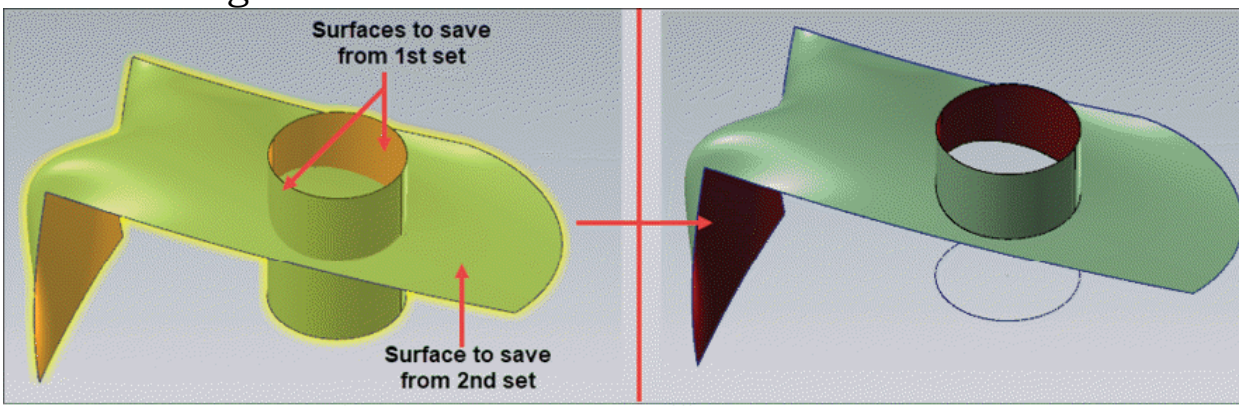

Figure-44. Surfaces selected to keep after trimming
- Click on desired portion of first surface set and then second surface set. Preview of trimmed surface will be displayed; refer to Figure-44.